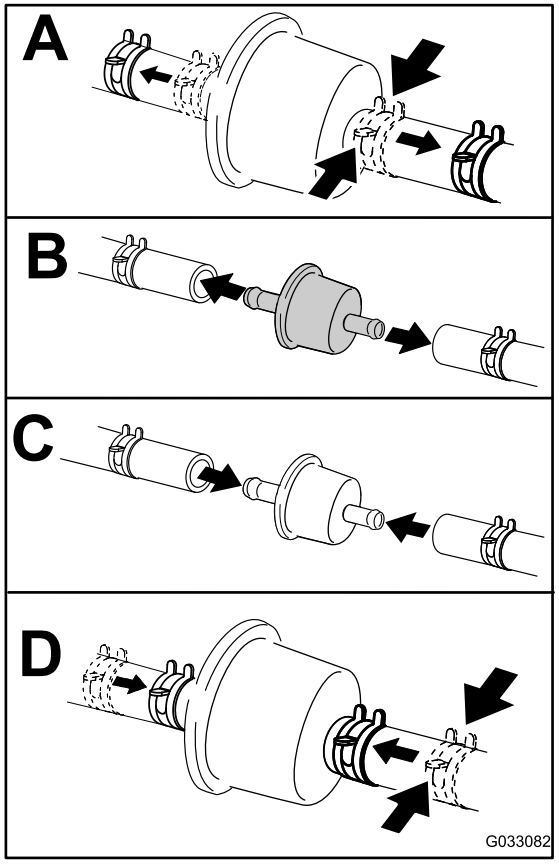

Figur 49
4. Byt ut bränslefiltret enligt Figur 49.